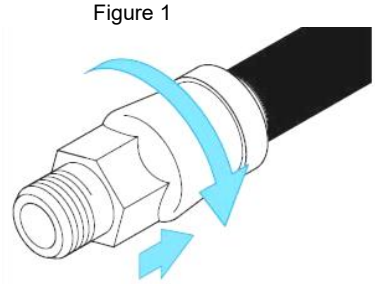

Figure 3
4. Introduire le tube complètement, jusqu'à la butée (voir fig. 3)